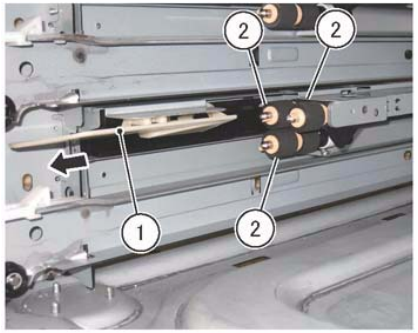

Figure 1 Tray 4 Feed/Retard/Nudger Roll Removal
4. Remove the Tray 4 Feed/Retard/Nudger Roll. (Figure 1)